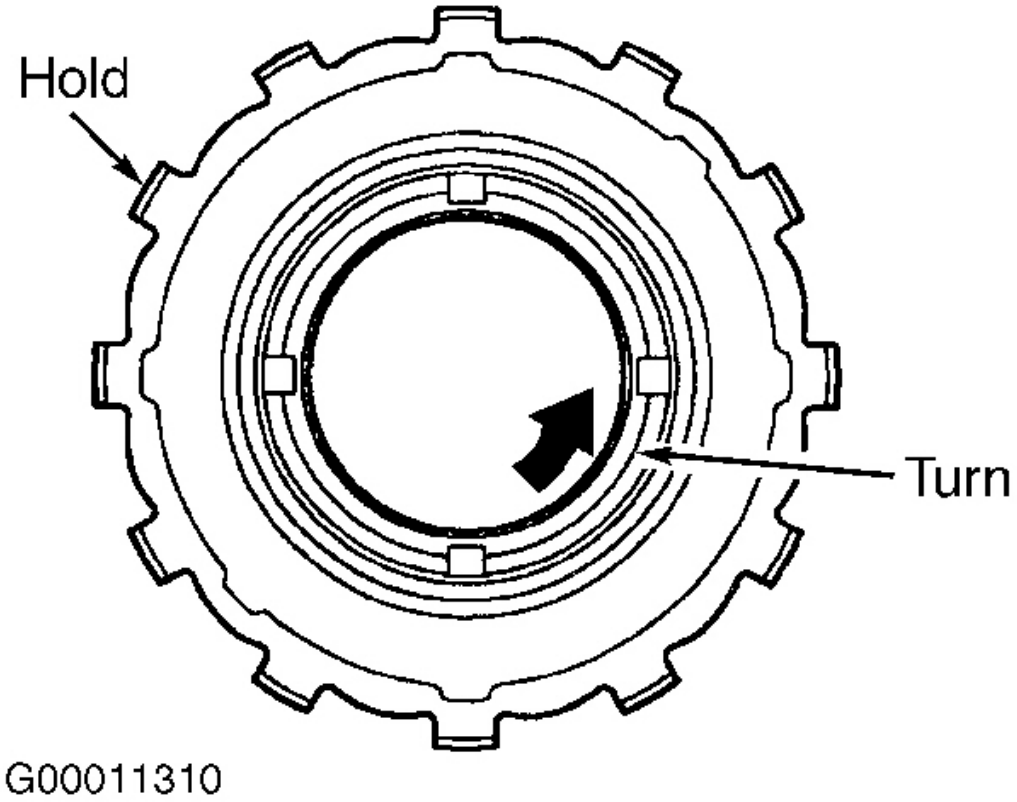

Fig. 66: Checking No. 1 One-Way Clutch Rotation
14. Install one-way clutch outer sleeve to 2nd brake cylinder assembly. Ensure sleeve is positioned correctly. Install one-way clutch inner race to No. 1 one-way clutch. Ensure inner race is installed correctly. Check No. 1 one-way clutch operating direction. One-way clutch should rotate in counterclockwise direction and lock in clockwise direction. See **Fig. 66**.